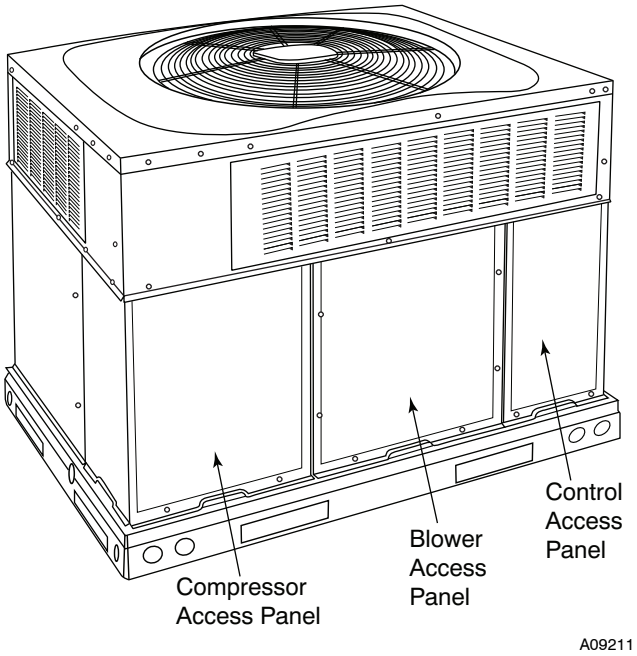

Fig. 20 - Unit Access Panels
a. Remove blower access panel (see Fig. 20).
g. Reinstall blower access panel (see Fig. 20).
1. Remove control access panel (See Fig. 20).
Remove blower access panel (see Fig. 20). Limit switch(es) are located on the fan partition.
3. Remove control access panel (See Fig. 20).
Remove access panels (see Fig. 20) to locate all the electrical controls and wiring. Check all electrical connections for tightness. Tighten all screw connections. If any smoky or burned connections are noticed, disassemble the connection, clean all the parts, re-strip the wire end and reassemble the connection properly and securely.